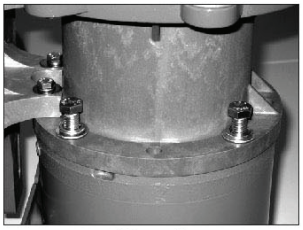

Figure 9
2. For pumps with motors 2 horsepower (1.5 kW) or smaller, securely clamp the pump feet to the bench. Remove the (4) bolts, lock washers and flat washers (items 15,16,17) securing the pump to the motor. See figure 9.
Firmly grab the motor and pull straight back to disengage the motor and pump. See figure 11.For pumps with motors 3 HP (2.2 kW) or larger, place the pump and motor on the floor. Remove the (4) bolts, lock washers and flat washers (items 15,16,17) securing the pump to the motor. See figure 9. Make sure the motor is on the fan end with the pump facing up. Pull straight up to remove the pump from the motor. See figure 12.